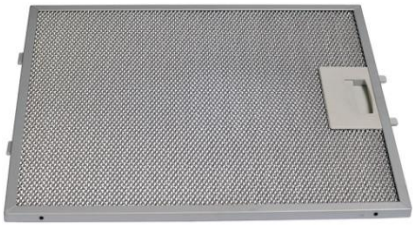

Рис. 12
6. Установите фильтр (рис. 12).
Жироулавливающий фильтр (рис. 12), удерживая пыль из воздуха и масло, засоряется.